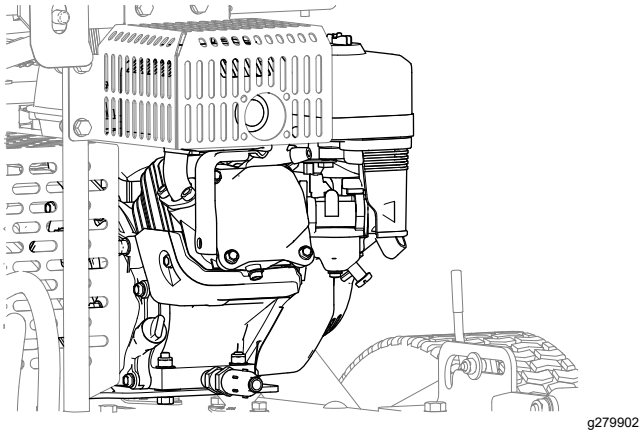

Figuur 42
4. Verwijder vuil en stof van de motor en de koelribben van de motor (Figuur 42).